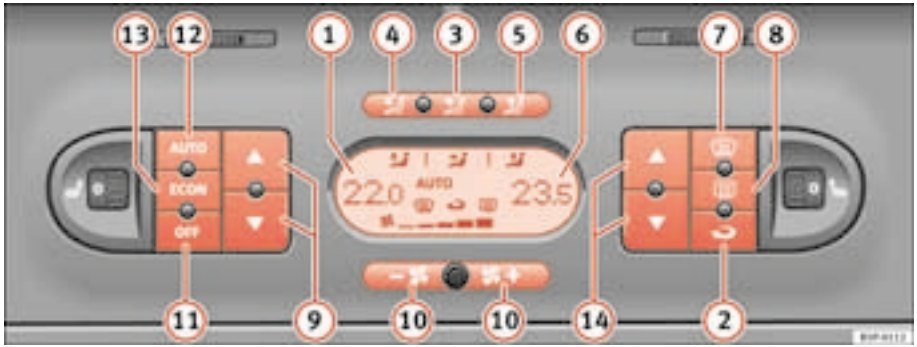

Fig. 125 On the dash panel: 2C Climatronic controls
– Press the temperature control buttons ⇒ page 153, fig. 125 (9) or (14) in order to adjust the temperature on the left hand side or the right hand side respectively.
– Press the button AUTO ⇒ page 153, fig. 125. “AUTO” is shown on the display. ▶